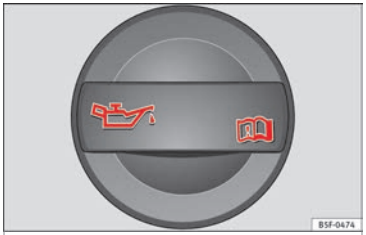

Fig. 148 In the engine compartment: Engine oil filler cap
– Unscrew cap from engine oil filler opening ››› Fig. 148.
– As soon as the oil level is in area (B), carefully close the cap.